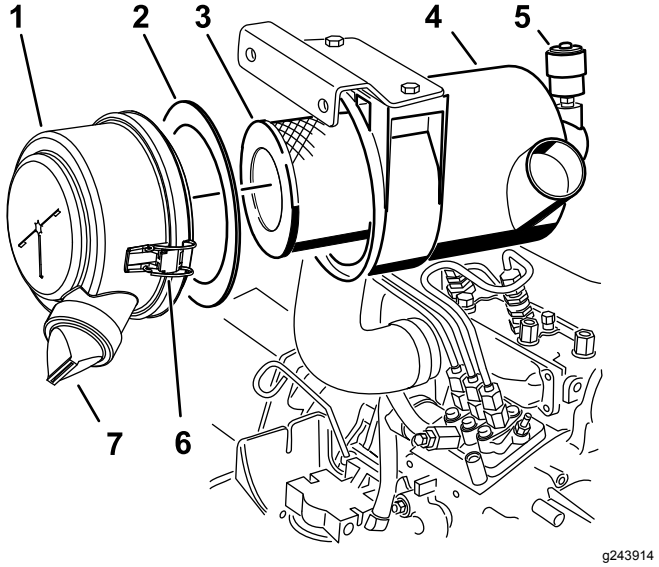

Bild 31
3. Warten Sie die Luftreinigungsfilter (Bild 31).